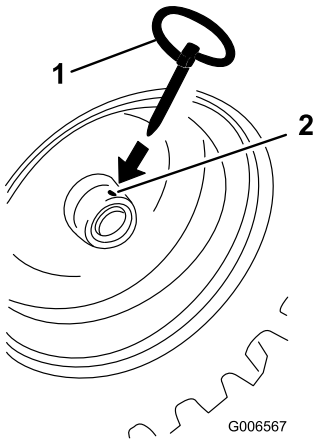

Figur 5
8. Skjut hjulen utåt och sätt i varje låssprint genom hålet i vardera hjulnav och genom det **yttre** hålet i axeln (Figur 5).